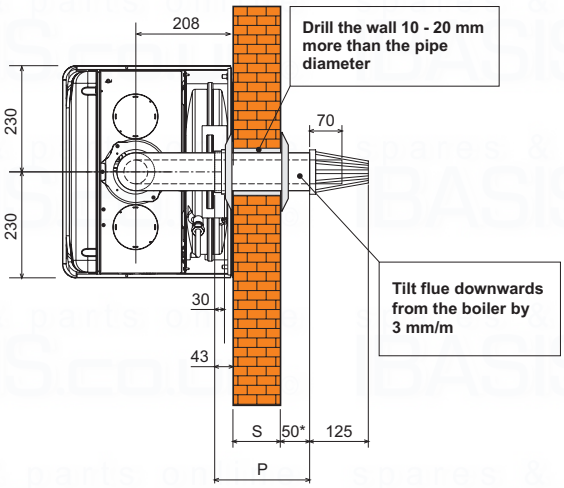

Fig. 10a
4. If necessary, cut the end pipe to size, considering that the external pipe must protrude from the wall by between 10 and 60 mm (Fig. 10a and 10b). Eliminate the cutting burrs.